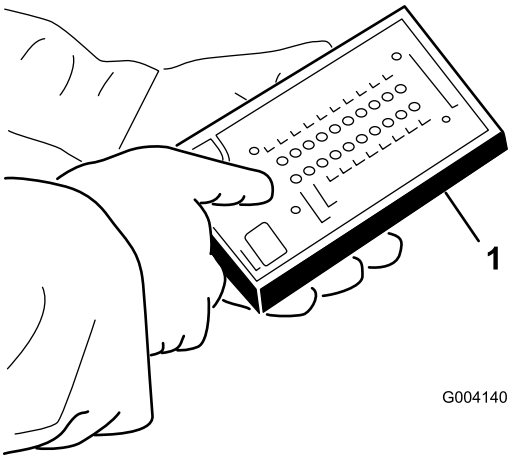

Figur 28
5. Koble displaykonnektoren til diagnoseinstrumentet ACE til ledningsfastspennerens tilbakekobling (Figur 28).